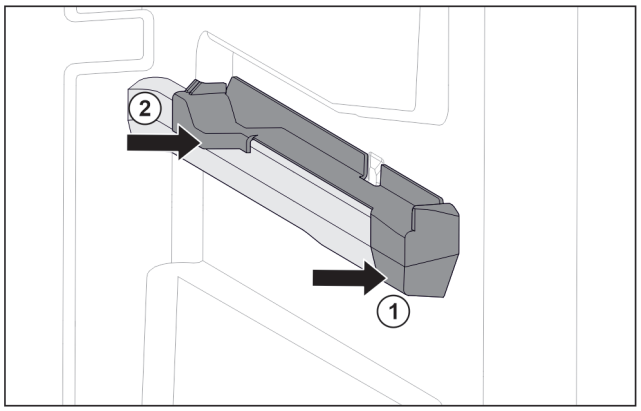

Fig. 109 Attachment on the right moulded rib
▶ Position attachment on moulded rib at the front. *Fig. 109 (1)*
▶ Press on attachment at the back. *Fig. 109 (2)*